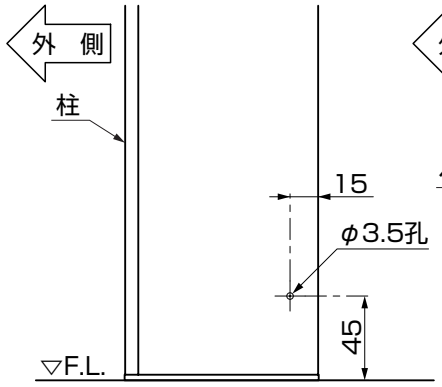
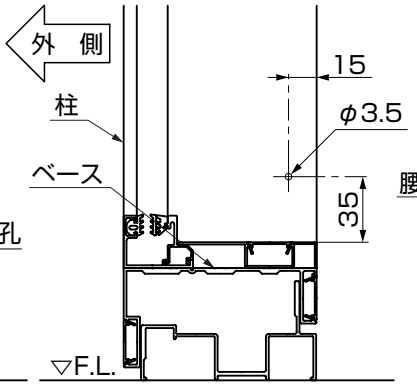
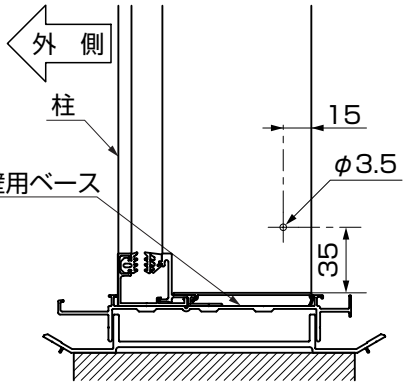
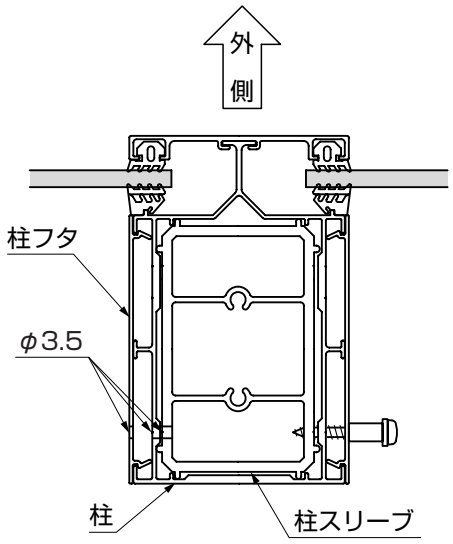

図12-1
図12-2
図12-3
図12-4
①柱フタ、柱、柱スリーブに、φ3.5の孔をあけてください。(図12-1、図12-2、図12-3、図12-4参照)
②ロープ引掛け用パイプ、ロープ引掛け用プレートを柱に、【24-1】で取付けてください。(図12-4参照)